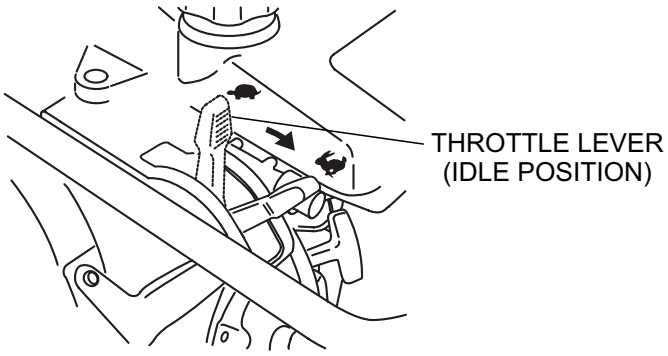

Figure 9. Throttle Lever (Idle Position)
1. Slide the throttle lever from the stop to the idle position (🐢) (Figure 9). This opens the fuel cock and the engine electrical circuit is turned on automatically.
3. To stop the tamping action, move throttle lever quickly from the **START (🐇)** position to the **IDLE (🐢)** position (Figure 9).
1. Move throttle lever quickly from the **START (🐇)** position to the **IDLE (🐢)** position (Figure 9) and run the engine for three minutes at low speed. After the engine ***cools***, move the throttle lever to the **STOP** position (Figure 15). The engine will stop and the fuel cock is automatically closed.